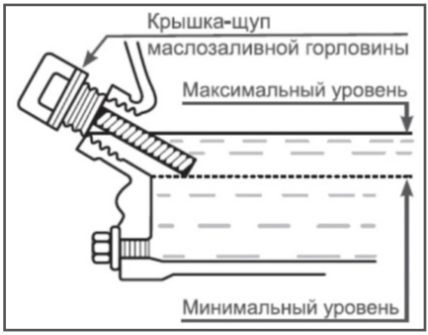

Рис. 9 Проверка уровня масла в картере
5. Аккуратно вытащите щуп и осмотрите его. Уровень масла должен соответствовать верхней отметке на щупе (Рис. 9).
Максимальный уровень масла в картере соответствует нижней кромке заливного отверстия (Рис. 9).
2. Выкрутите крышку-щуп маслозаливной горловины и извлеките щуп (Рис. 9).
При недостаточном уровне масла в картере необходимо долить чистое масло до верхней отметки на щупе, что соответствует нижней кромке заливного отверстия (Рис. 9).